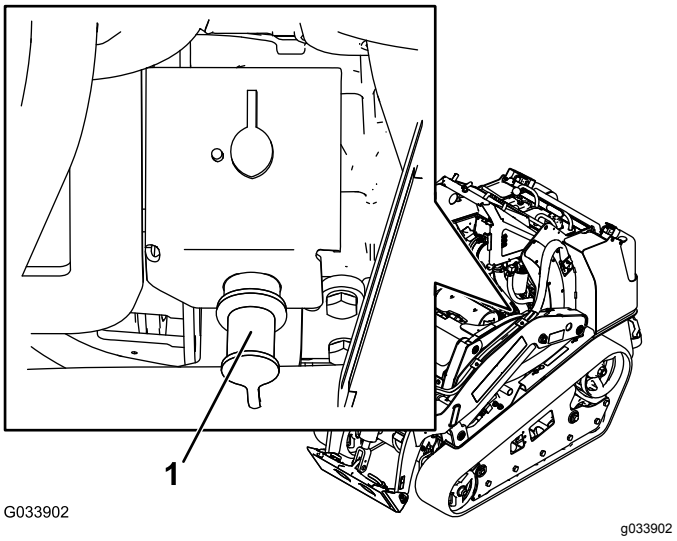

**Rysunek 54**
2. Zdjąć osłonę z bieguna rozruchowego (Rysunek 54).
3. Podłącz jeden koniec dodatniego (+) przewodu rozruchowego do bieguna rozruchowego (Rysunek 54).